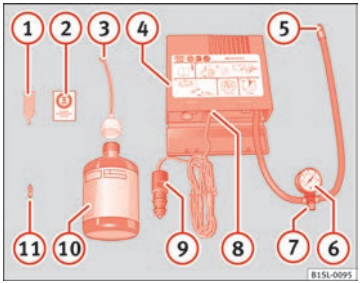

Fig. 149 Standard representation: Contents of the tire mobility set
The tire mobility set is located underneath the floor covering in the luggage compartment. It includes the following components ⇒ Fig. 149:
10. Apply the sticker ⇒ Fig. 149 (2) from the tire mobility set to the dash panel where it can be seen clearly.
- Use the corresponding enclosed extractor ⇒ Fig. 149 (1) to unscrew the tyre valve insert. Place the valve insert on a clean surface.
- Vigorously shake the sealant bottle ⇒ Fig. 149 (10) for several seconds.
- Screw the inflator tube ⇒ Fig. 149 (3) securely into the sealant bottle in a clockwise direction. The seal on the mouth of the bottle moves automatically.
- Remove the lid from the filling tube ⇒ Fig. 149 (3) and screw the open end of the tube into the tyre valve.
- Screw the valve insert again with the corresponding enclosed extractor ⇒ Fig. 149 (1) into the tyre valve.
- Securely screw the tyre inflator tube ⇒ Fig. 149 (5) of the compressor into the tyre valve.
- Check whether the air bleed screw ⇒ Fig. 149 (7) is closed. ▶
- Attach the connector ⇒ Fig. 149 (9) to a 12 volt socket of the vehicle ⇒ page 117.
- Connect the air compressor with the ON/OFF switch ⇒ Fig. 149 (8).
Screw the inflator tube ⇒ Fig. 149 (5) again and check the pressure on the gauge (6).